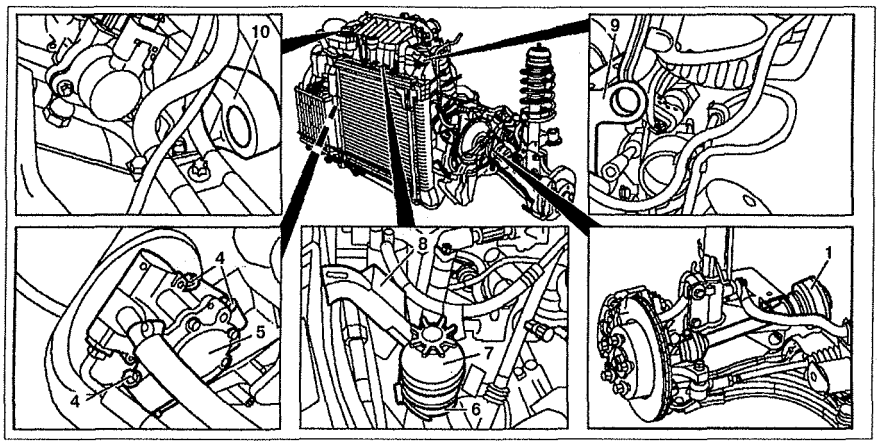

Рис. 5.4. Снятие и установка двигателя с трансмиссией:
2. Открутите болты крепления полуосей **1** к коробке передач (см. рис.5.4).